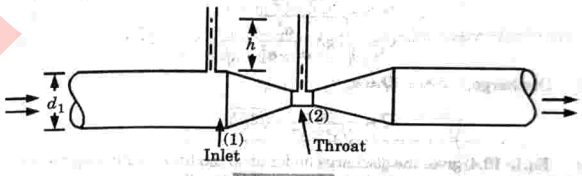

Fig. 3.10.1.
1. As shown in Fig. 3.10.1, a venturimeter is fitted in a horizontal pipe through which a fluid is flowing.